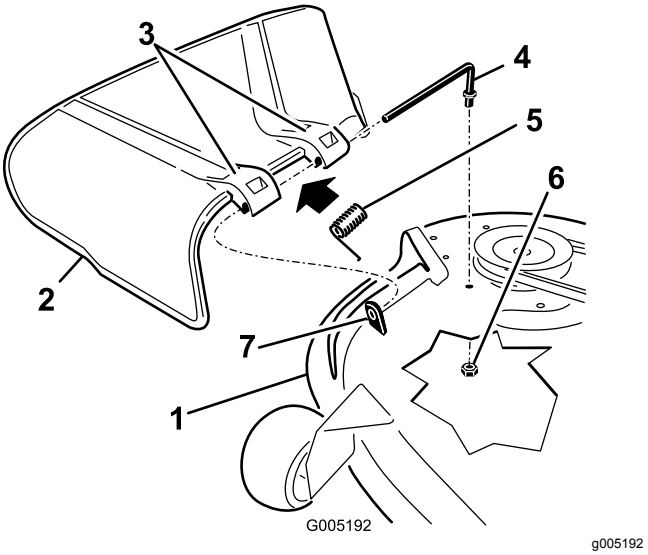

Figur 67
1. Fjern møtrikken (⅜ tomme) fra stangen under plæneklipperen (Figur 67).
2. Skub stangen ud af det korte afstandsstykke, fjederen og græsdeflektoren (Figur 67).
4. Udskift græsdeflektoren (Figur 67).
7. Skub stangen gennem det andet græsdeflektorbeslag (Figur 67).
9. Fastgør den bageste ende af stangen i plæneklipperen med en møtrik (⅜ tomme), som vist i Figur 67.